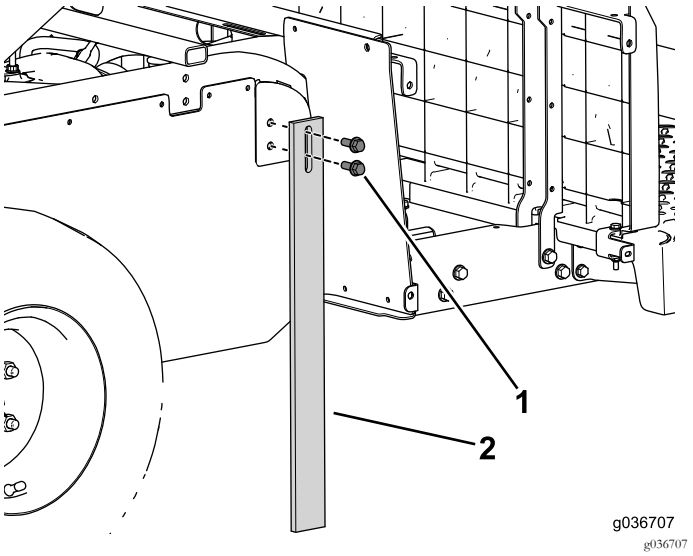

Bild 14
3. Befestigen Sie die Stützbeine mit den vier Bundbolzen an beiden Seiten der Maschine (Bild 14).